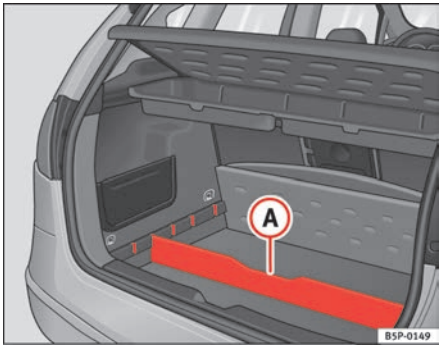

Fig. 106 Luggage compartment divider
– Fit the separator (A) ⇒ fig. 106, into the side grooves depending on the size of the objects to be transported. The onboard tool kit and the spare wheel are located underneath the luggage compartment.